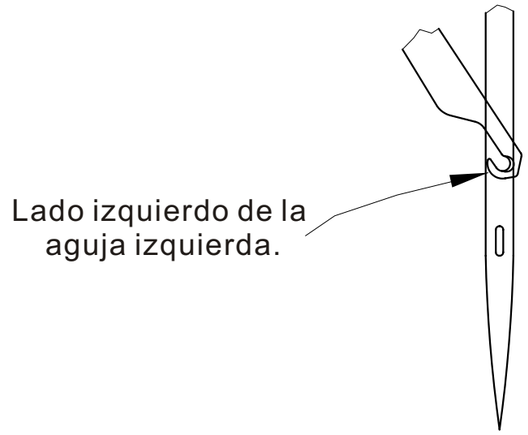

Fig. 78
2. Cuando la cuchilla movible A este en el punto mas bajo, la parte izquierda del a punta de la cuchilla estará sobre el lado izquierdo de la aguja izquierda (Fig. 78).